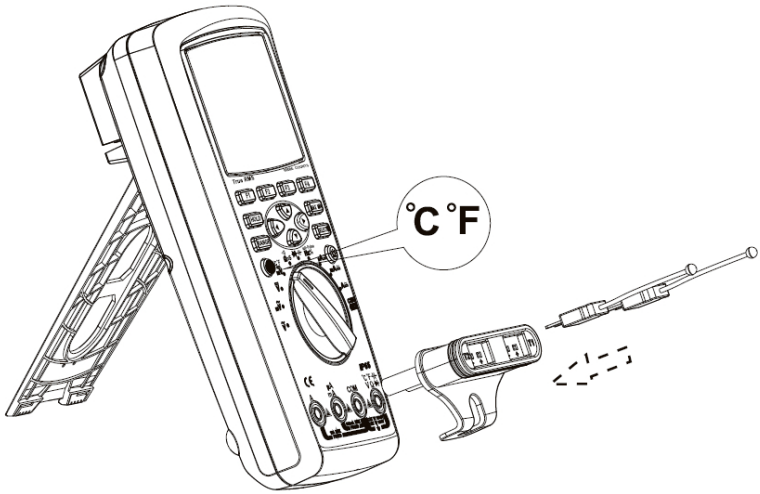

Figura 12
2. Posicione a chave rotativa para ***"mV̄ °C °F"*** ,pressione o botão SELECT para selecionar a medida em Celcius (°C) ou Fahrenheit (ºF) e então encoste a ponta do termopar na superfície em teste, conforme ***Figura 12***.